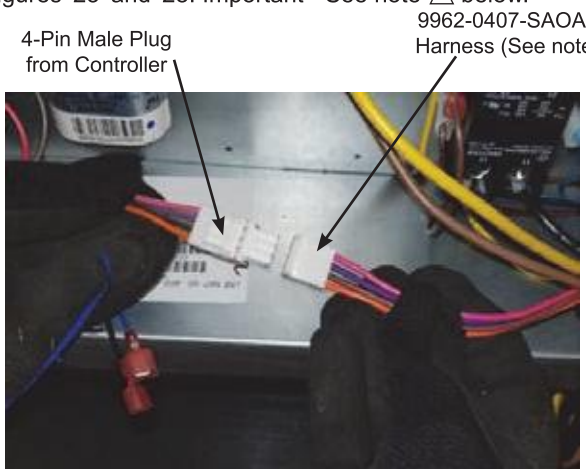

Figure 23 – Connect 9962-0407-SAOAEXT Harness to Harness from Controller (See note ⚠)
Step 31: Locate the 9962-0407-SAOAEXT harness (with 4-pin female plug) provided in the economizer hardware kit. Connect the 9962-0407-SAOAEXT harness to the 4-wire harness with a male plug from the Jade controller harness. See Figures 23 and 28. Important - See note ⚠ below.